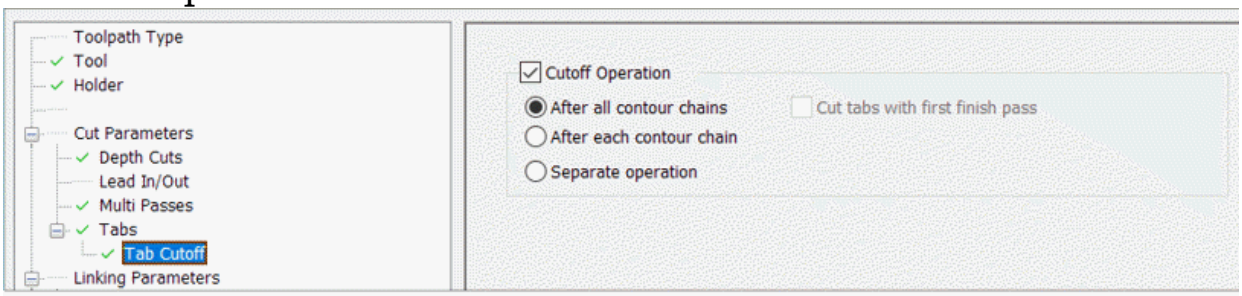

Figure-12. Tab cutoff options
- If you want to perform a tab cutoff operation after machining rest of the model then select the **Tab Cutoff** option under **Tabs** node at the left in the dialog box and select the **Cutoff Operation** check box. The options will be displayed as shown in Figure-12. Select desired option to define sequence of tab cutoff operation.